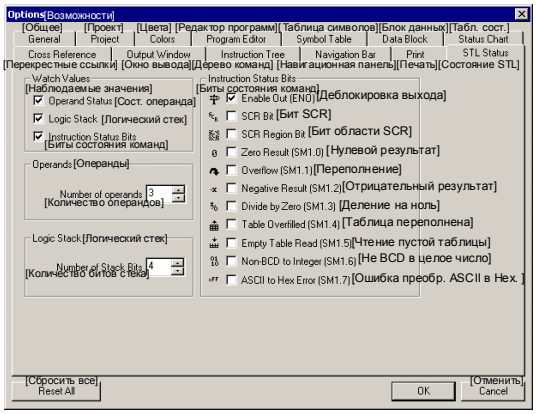

Рис. 8–3. Возможности отображения состояния STL
STEP 7-Micro/WIN позволяет отображать состояние ряда параметров для команд STL. Выберите команду меню **Tools > Options [Инструментальные средства > Варианты]**, а затем выберите закладку STL Status [Состояние STL]. См. рис. 8–3.
Таблица состояний дает возможность считывать, записывать, принудительно присваивать значения и наблюдать переменные, когда S7–200 исполняет вашу программу. Выберите команду меню **View > Component > Status Chart [Вид > Компонент > Таблица состояний]** для создания таблицы состояний. На рис. 8–4 показан пример таблицы состояний.